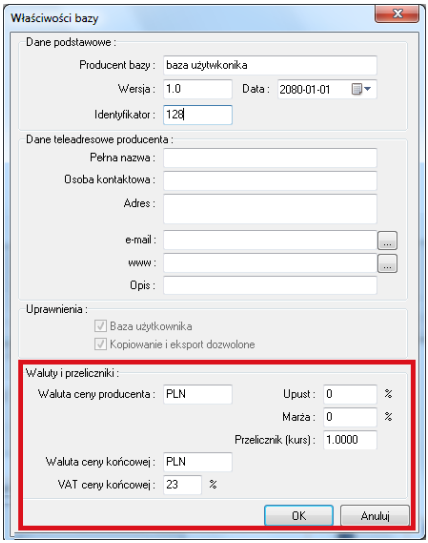

Rys. 8 – ustawienia waluty i przeliczników
- **„Ustawianie walut i przeliczników”** - otwiera okno **„Właściwości bazy”**, w którym można zmienić rodzaj waluty (ceny producenta i ceny końcowej), a także na ustawić przelicznik walutowy zgodnie z bieżącym kursem, oraz nadać upusty, marże i VAT dla cen zawartych w bazie (Rys. 8), niezależnie od tego, czy jest to baza producencka czy baza użytkownika.